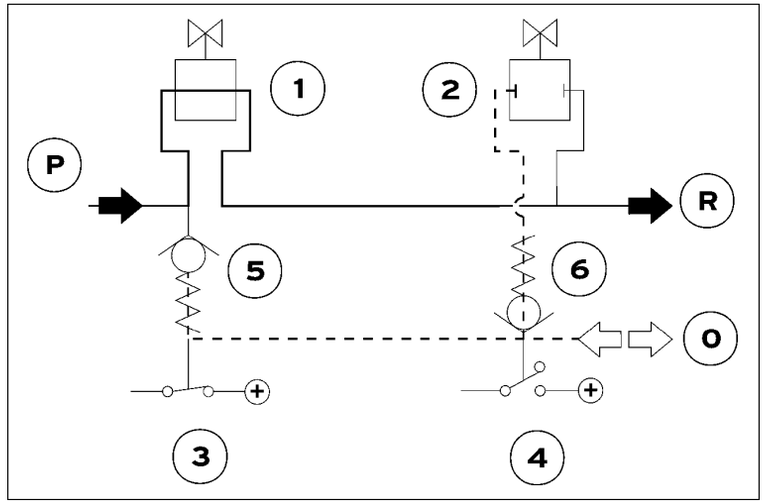

Fig.6
- Solenoid valve (**1-Fig.6**): open;
- Solenoid valve (**2-Fig.6**): closed
The pressure in the system is kept at 70 bars. The maximum pressure switch (**4-Fig.6**) is open.
The fluid passes through the solenoid valve (**1-Fig.6**) and is conveyed to the reservoir. The descent solenoid valve (**2-Fig.6**) is closed and prevents the fluid from reaching the reservoir.
High position hold (Fig.6)